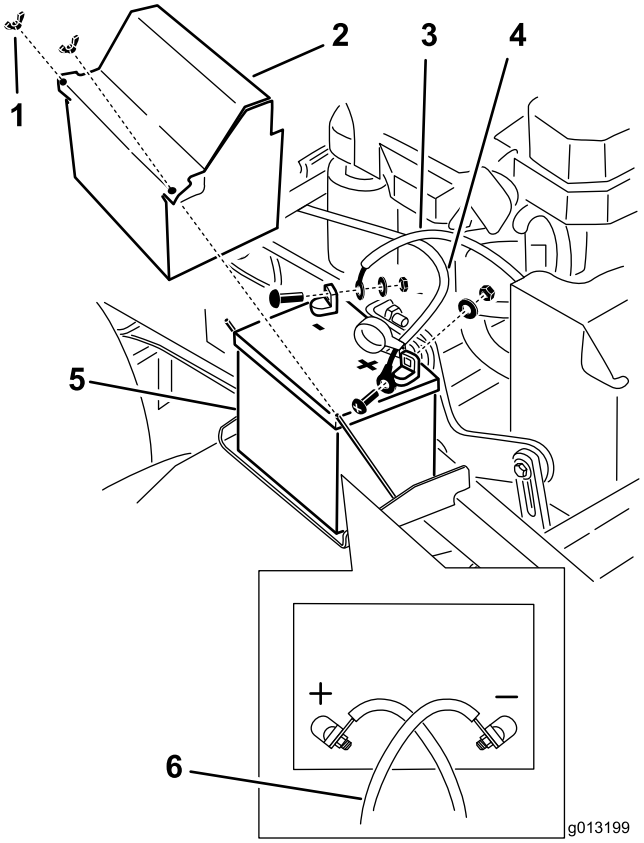

Figura 53
3. Scollegate il cavo negativo della batteria dal morsetto negativo (-) della batteria (Figura 53).
4. Sfilate la guaina rossa del morsetto dal morsetto positivo (rosso) della batteria. Togliete quindi il cavo positivo (rosso) della batteria (Figura 53).
5. Togliete il dispositivo di fissaggio della batteria (Figura 53) e rimuovete la batteria.
1. Montate la batteria sulla macchina (Figura 53).
3. Montate innanzi tutto il cavo positivo (rosso) della batteria sul morsetto positivo (+) della batteria con un dado, una rondella e un bullone (Figura 53). Infilate il cappuccio di gomma sul polo.
4. Montate quindi il cavo negativo della batteria ed il filo di messa a terra sul morsetto negativo (-) della batteria con un dado, una rondella e un bullone (Figura 53).
Nota: Se correttamente installati, i cavi della batteria si incrociano l'uno sopra l'altro (Figura 53).